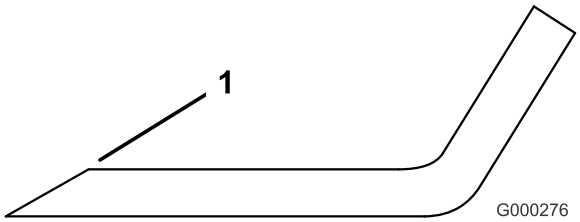

Figuur 79
1. Gebruik een vijl om de snijranden aan beide uiteinden van het mes te slijpen (Figuur 79). Houd daarbij de oorspronkelijke hoek in stand. Het mes blijft in balans als u van beide snijranden dezelfde hoeveelheid materiaal verwijdert.